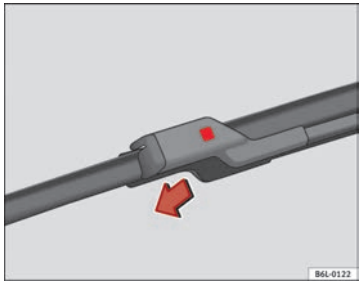

Fig. 141 Change windscreen wiper blade ▶
– Press on the securing tab ⇒ Fig. 141.